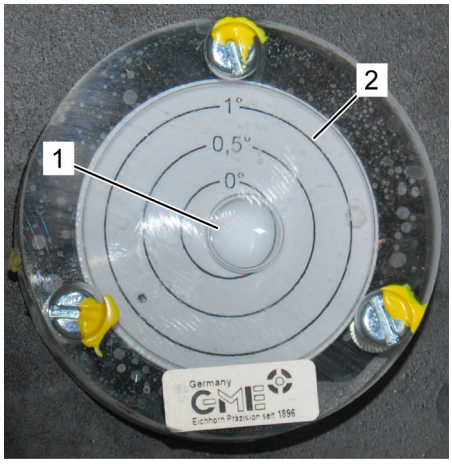

Fig. 54: Circular level
5. *Check alignment on the circular level (*Fig. 54*) (Item no. 4001/0298). The bubble (*Fig. 54*/1) of the circular level must be within the 1° circle (*Fig. 54*/2).*